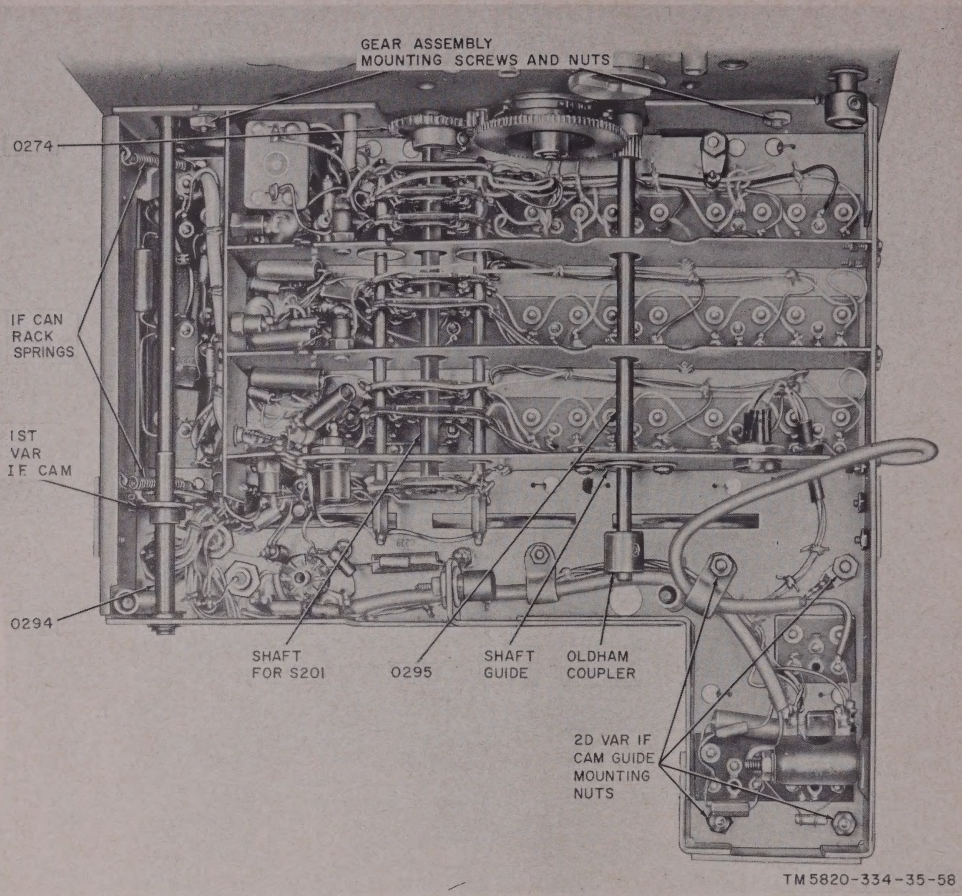
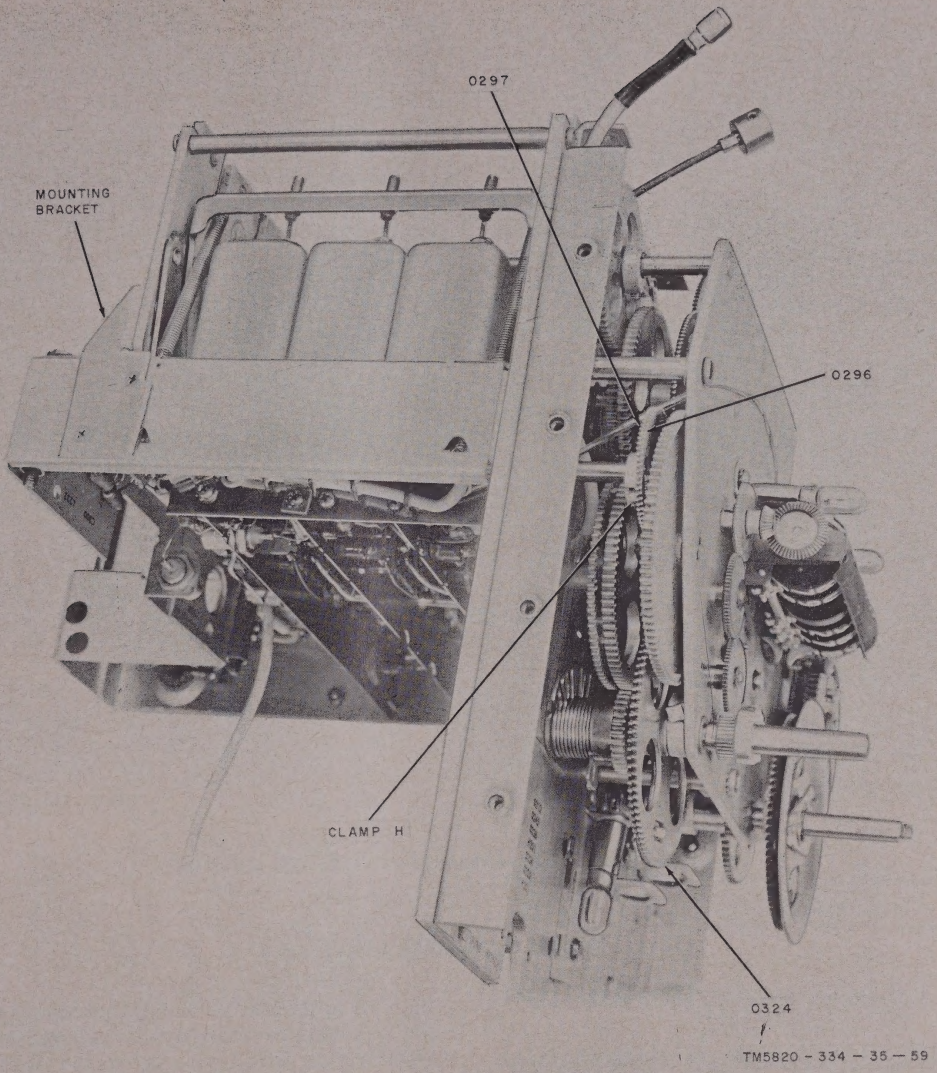

Figure 60. Rf subchassis, bottom view.
Figure 61. Gear train assembly and rf subchassis, left view.
(6) Unhook the first variable if. cam rack springs (fig. 60).
(7) Remove all rf tuning coils and transformers as follows:
(8) Remove the tubes from the subchassis.
(9) Loosen the clamp screw for gear 0274 (fig. 60).
(10) Slip the shaft for S201 out of the gear clamp. This can be done with long-nosed pliers (fig. 60).
(14) Loosen the Oldham coupler on shaft 0295 and remove it from the shaft (fig. 60).
(15) Remove the shaft guide from shaft 0295 (fig. 60).
(16) Remove the four second variable if. cam guide nuts (fig. 60).
(17) Remove the two screws from the mounting brackets on each side of the rf subchassis (fig. 61 and 62).
(18) Remove the two gear assembly mounting screws and nuts (fig. 60).
(19) Remove the retaining ring at the rear of shaft 0294 (fig. 60) and slip the shaft out of the rear bearing.
(20) Carefully move the rf subchassis down and away from the gear train assembly as follows:
(b) Slip shaft 0295 through the holes in the shield plates in the bottom of the rf chassis (fig. 60).
(c) Work the cam on shaft 0294 through the oval hole in the front of the rf subchassis (fig. 60).
(a) Work the cam on shaft 0294 through the oval hole in the front of the rf chassis (fig. 60).
(b) Slip shaft 0295 through the holes in the shield plates in the rf subchassis (fig. 60).
(d) Slip shaft 0294 into the bearing at the rear of the chassis (fig. 60).
(2) Replace and tighten the two screws and nuts which secure the rf subchassis to the gear train assembly (fig. 60).
(3) Replace and tighten the two screws in the mounting brackets on each side of the rf subchassis (fig. 61 and 62).
(4) Replace the retaining ring at the rear bearing of shaft 0294 (fig. 60).
(5) Replace and tighten the four second variable if. cam guide mounting nuts (fig. 60).
(6) Slip the shaft guide on shaft 0295. Start the screws, center the shaft guide, and tighten the two screws (fig. 60).
(7) Slip the Oldham coupler on shaft 0295 and tighten the setscrews (fig. 60).
(8) Slip the shaft for S201 into the clamp for gear 0274 and tighten the clamp screw (fig. 60). Do not overtighten.
(15) Replace the first variable if. can rack springs (fig. 60).
(a) If shaft 0295 is out of line with the crystal oscillator shaft, loosen the two screws in the shaft guide for shaft 0295 (fig. 60), align the shafts, and tighten the screws in the shaft guide.
k. Loosen clamp H (fig. 61). Set the small (first variable if.) can rack cam (fig. 60) so that it is almost at the top of its rise. Tighten clamp H. Check the position of the cam when the KILOCYCLES control is at the extreme clockwise position. The cam should be almost at the bottom of its rise.